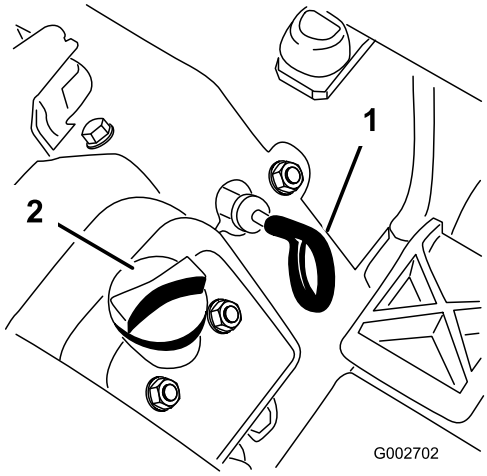

**Figur 13**
3. Dra ut oljestickan (Figur 13) och torka av den med en ren trasa. Sätt i oljestickan i röret och se till att den sitter som den ska. Ta ut oljestickan ur röret och kontrollera oljenivån. Om oljenivån är låg tar du bort påfyllningslocket från ventilkåpan och fyller på tillräckligt med olja så att nivån når upp till markeringen Full på oljestickan.